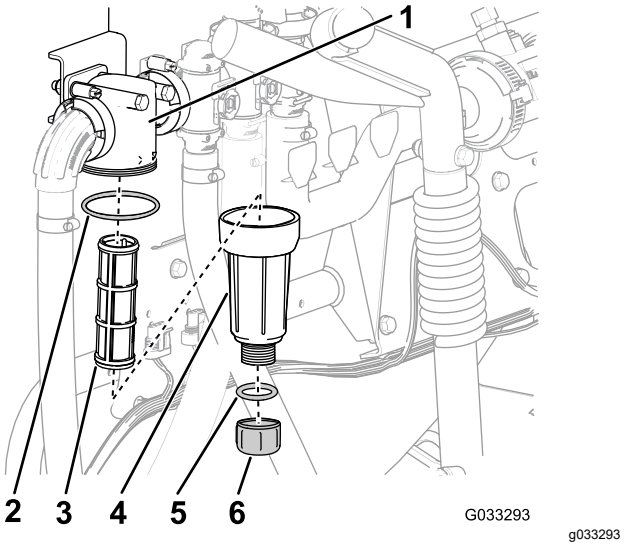

Figure 61
2. Placez un bac de vidange sous le filtre de pression (Figure 61).
3. Tournez le bouchon de vidange dans le sens antihoraire et déposez-le de la cuvette du filtre de pression (Figure 61).
4. Tournez la cuvette dans le sens antihoraire et déposez-la de la tête du filtre (Figure 61).
5. Retirez l'ancien élément du filtre de pression (Figure 61).
6. Contrôlez l'état et l'usure du joint torique du bouchon de vidange (à l'intérieur de la cuvette) et du joint torique de la cuvette (à l'intérieur de la tête du filtre) (Figure 61).
7. Montez le nouvel élément filtrant dans la tête du filtre de pression (Figure 61).
8. Vissez la cuvette sur la tête du filtre à la main (Figure 61).
9. Vissez le bouchon sur la cuvette à la main (Figure 61).